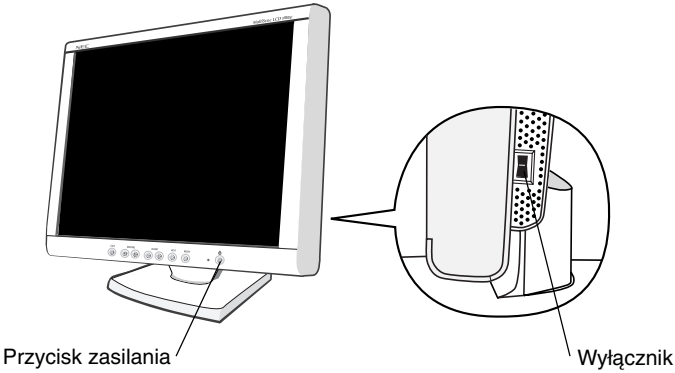

Rysunek D.1
6. Wyłącznik z prawej strony monitora należy włączyć (**Rysunek D.1**). Włącz monitor i komputer, używając przycisku zasilania (Power Button).